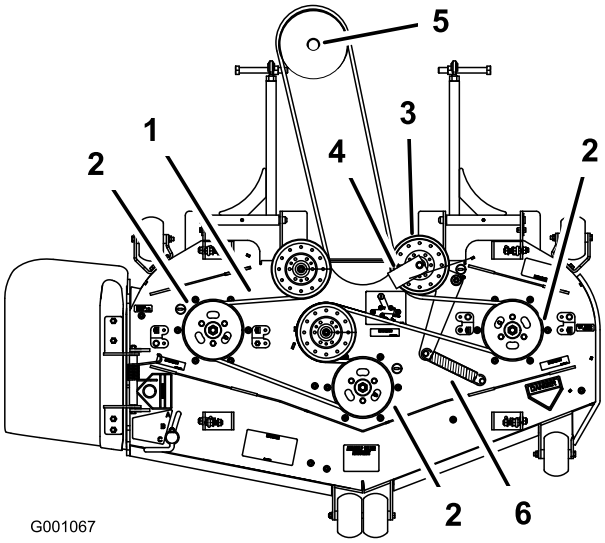

Figur 66
6. Montera en ny rem runt klipparremsskivorna och växellådsskivan under motorn (Figur 66).
7. Montera remstyrningen på den fjäderbelastade remskivan med 45 graders vinkel i enlighet med Figur 66. Dra åt bulten till ett moment på 37–45 Nm.
8. Montera mellanremskivfjädern på de två hållarna (Figur 66).